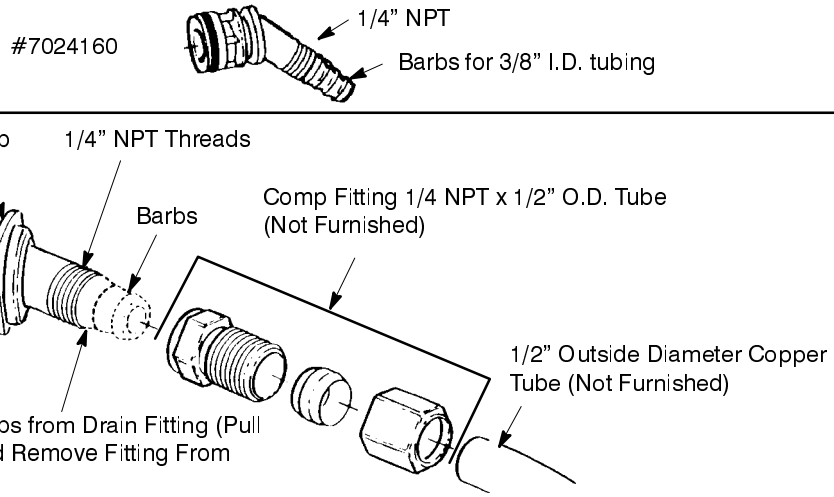

Figure 4
***VALVE DRAIN OPTIONS:** Flexible drain hose is not allowed in all localities (check your plumbing codes). For a rigid valve drain run, cut the barbed section off the drain fitting for access to the 1/4” pipe threads. Then plumb a rigid drain as needed (see Figure 4).
1. Connect a length of 3/8" or 7/16" I.D. hose (check codes) to the valve drain elbow, on the controller, see Figure 4. Use a hose clamp to hold the hose in place. Route the hose out through the notch in the Faceplate Cover.